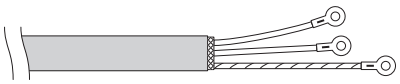

Fig. 4-12
(4) Attach ring pressure terminals to the signal wires and the shield wires insulated in Step (2). (Fig. 4-12)